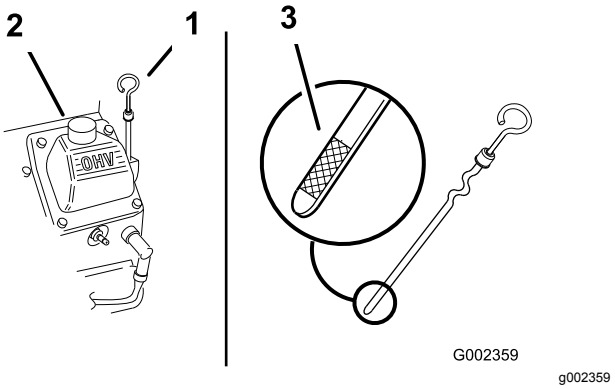

Figur 17
2. Rengør området omkring målepinden (Figur 17), så der ikke trænger snavs ned i påfyldningshullet og beskadiger motoren.
3. Fjern målepinden, tør den af, og sæt den tilbage igen så den sidder helt i bund (Figur 17).
Oliestanden bør nå op til ”Full”-mærket på målepindens metalende (Figur 17).
5. Hvis olieniveauet er under ”Full”-mærket, skal du fjerne påfyldningsrørets dæksel (Figur 17) og fylde olie på, indtil niveauet når ”Full”-mærket på målepinden. **Fyld ikke for meget på.**